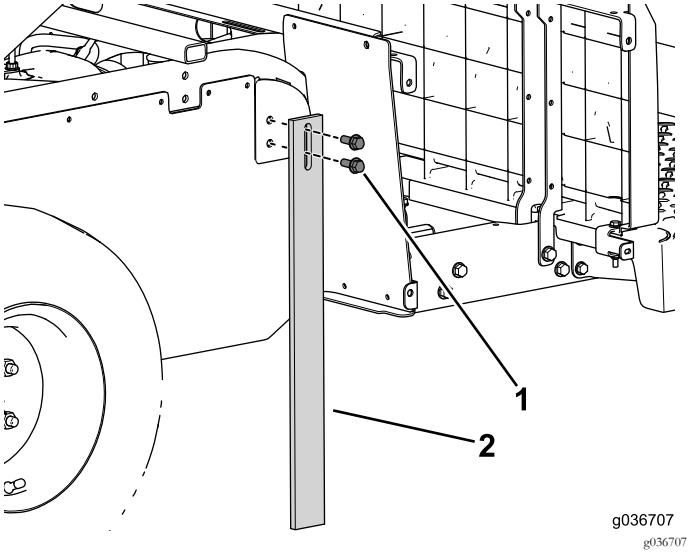

Figur 62
1. Montera stödbenet på maskinen (Figur 62).